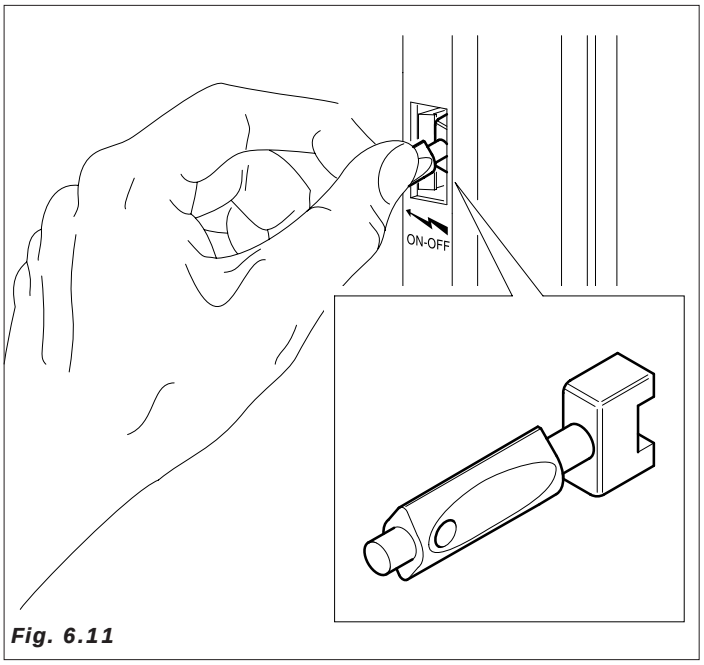

Fig. 6.11
– Para los casos en que es necesario trabajar con la puerta abierta y la máquina conectada, es posible, para el técnico instalador, trabajar de esta forma, introduciendo y girando 90º la llave especial de plástico (Clixon) en el interruptor de puerta del distribuidor automático *(Fig.6.11)*.